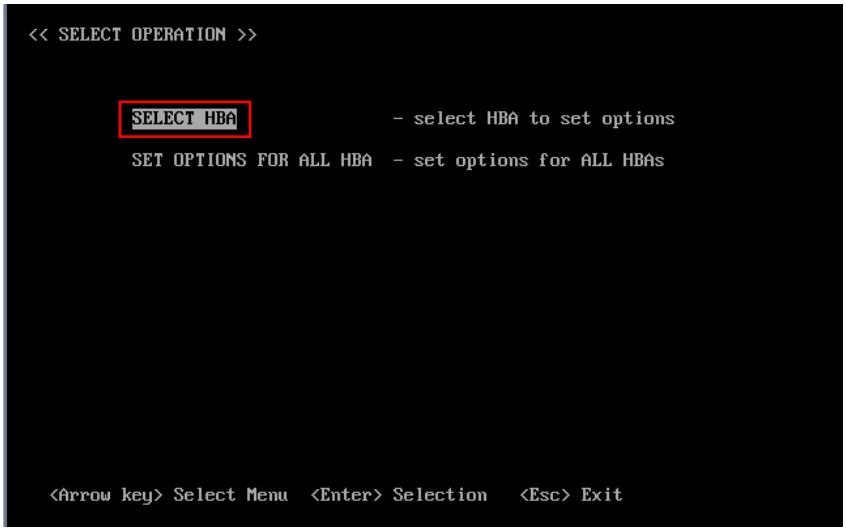
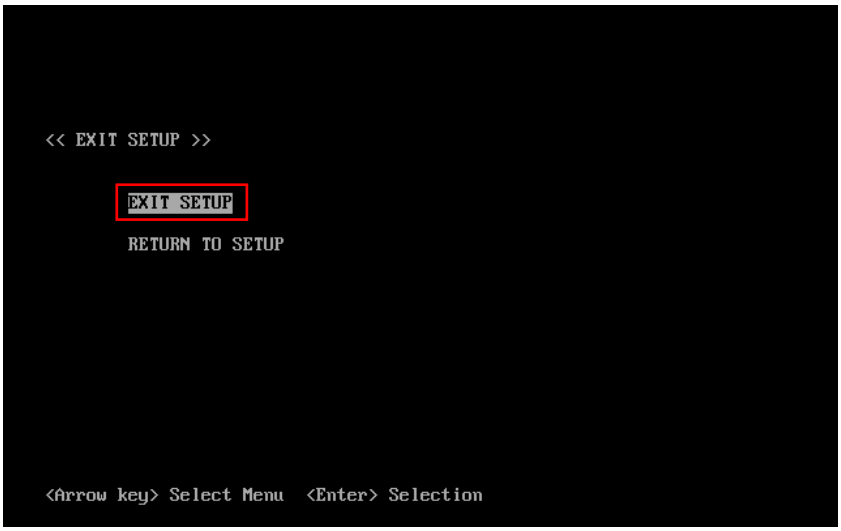

Figure B.5.1-1 SELECT OPERATION window
Figure B.5.1-3 EXIT SETUP window
(3) Select "SELECT HBA" as shown in Figure B.5.1-1, and then press [Enter] key.
(5) The window as shown in Figure B.5.1-1 is displayed. Press [Esc] key to display the EXIT SETUP window as shown in Figure B.5.1-3. Select “EXIT SETUP” and press [Enter] key. The node will be rebooted.